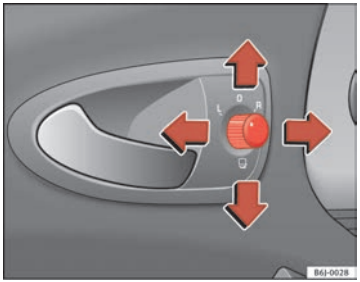

Fig. 64 Mando de los retrovisores exteriores
1. En primer lugar, gire el mando ⇒ fig. 64 hasta la posición **L** (**retrovisor izquierdo**).
– Gire el mando ⇒ fig. 64 hasta la posición para plegar los retrovisores exteriores. Para evitar daños en el vehículo, debería plegar los retrovisores exteriores siempre que utilice un túnel de lavado automático.